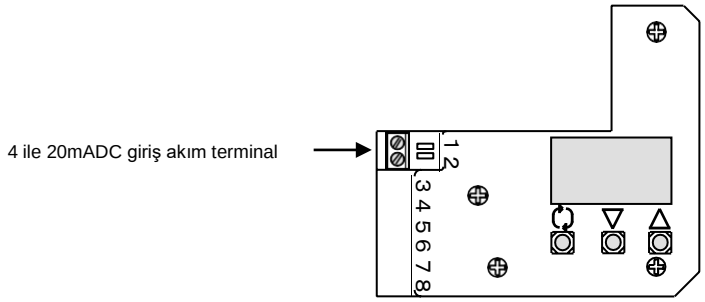

Fig 9
(1) Pozisyoner gövde kapağını çıkarın.
(2) Fig 9 ∗ 1'i izleyerek bir kontrolörden gelen giriş akımı kablolarını bağlayın..